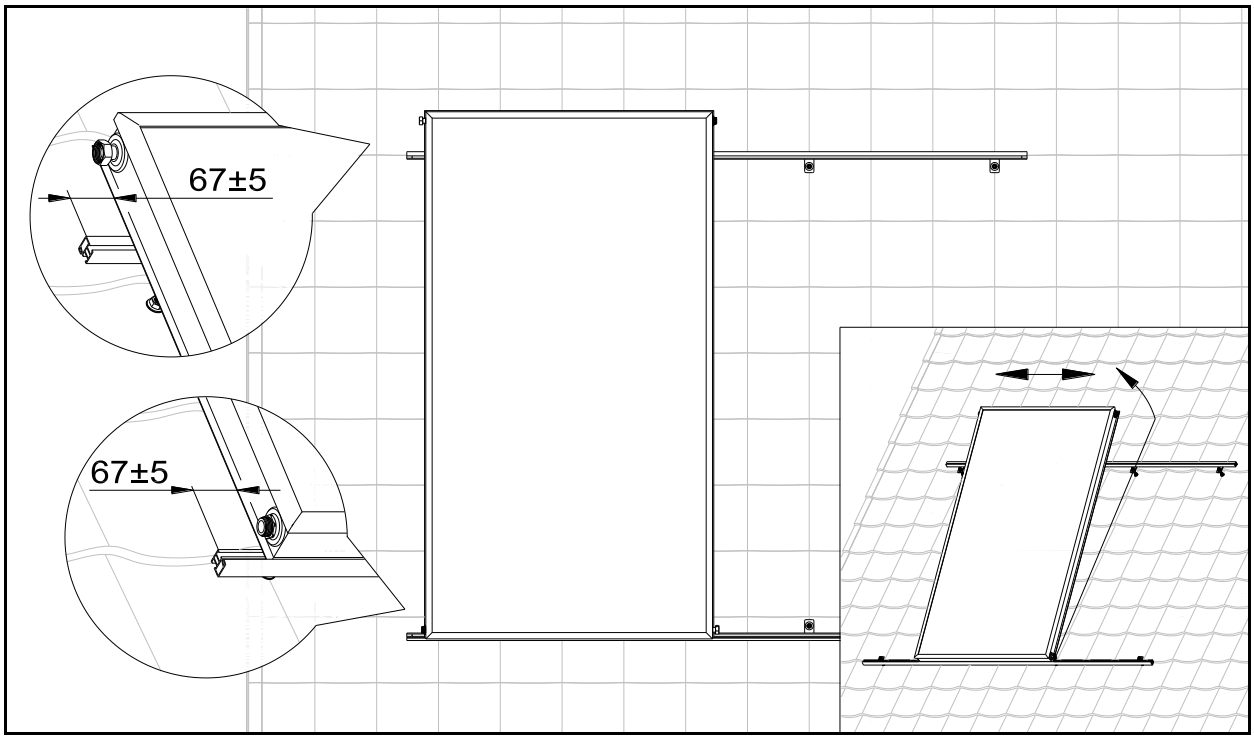

Рис. 10 Перемещение солнечного коллектора вдоль реек
10) переместить солнечный коллектор вдоль реек до достижения размера 67±5 мм, указанного на рис. 10. Установленный коллектор легко переместить вдоль реек, если приподнять его за верх, как показано на рис. 10;